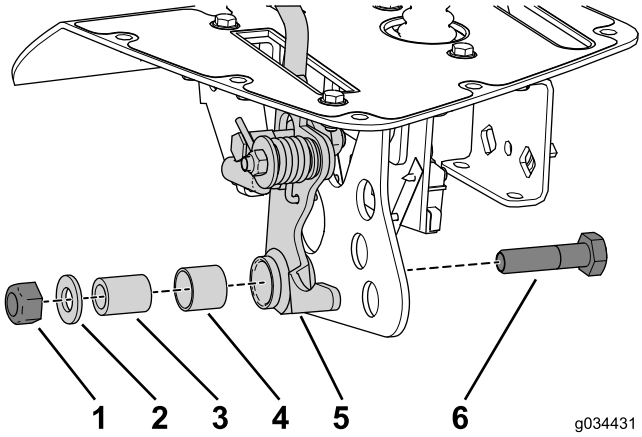

Figure 22
2. Fixez le levier de commande au support à l'aide du contre-écrou, de la rondelle plate, du tube entretoise et du boulon que vous avez retirés précédemment (Figure 22).